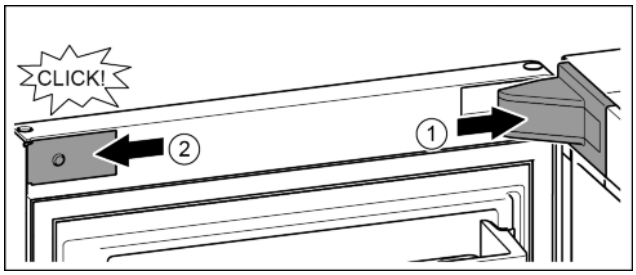

Fig. 22
- ▶ Position the bearing bracket and engage. If necessary push apart carefully. *Fig. 22 (1)*
- ▶ Position the panel on the side and click into place. *Fig. 22 (2)*